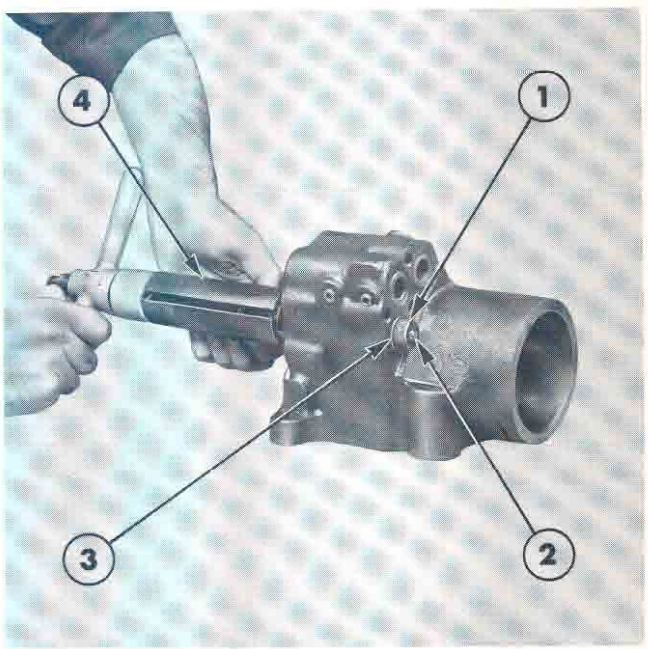

Figure 31
15. Pass the Extension Tool No. T8510-1/b through the unload valve bushing from the front end. Screw the Special Nut Tool No. T8510-1/h onto the Extension until the taper on the Special Nut locates squarely in the rear end of the bushing, Figure 31.